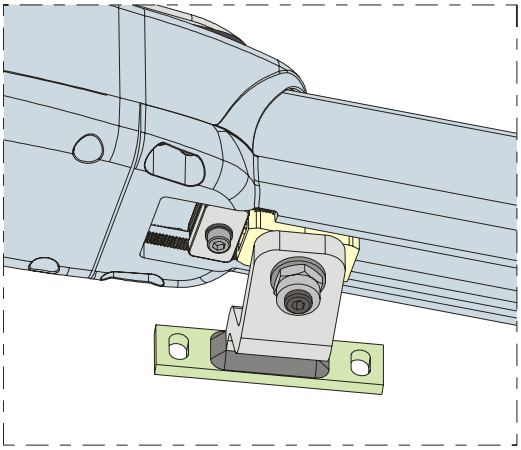

Abb. 18
4) Den Anschlag in die Nähe des Anschlusses laut Abb. 18 schieben.